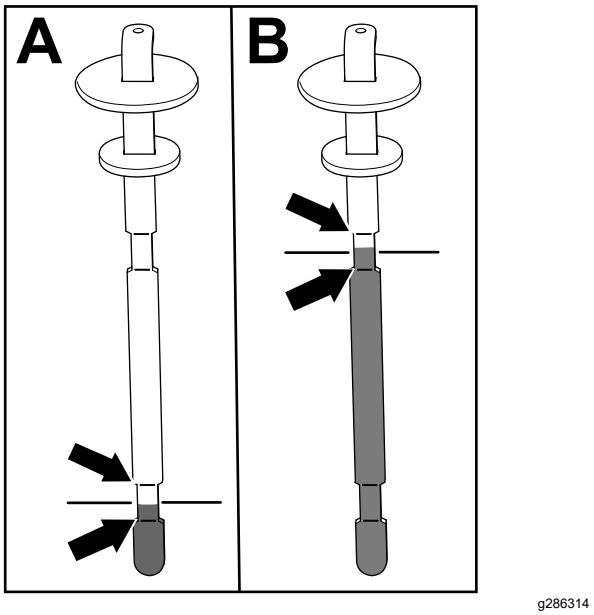

Figur 81
5. Ta bort oljestickan och kontrollera oljenivån (Figur 81).
- **Vid förekomst av klippenhet:** hydraulvätskenivån är lämplig när vätskan ligger mellan de två nedre markeringarna på oljestickan (A i Figur 81). Det är också acceptabelt att vätskenivån ligger över de lägre markeringarna.
- **Vid förekomst av slangsats för hydrauldrivet redskap:** hydraulvätskenivån är lämplig när vätskan ligger mellan de två övre markeringarna på oljestickan (B i Figur 81).